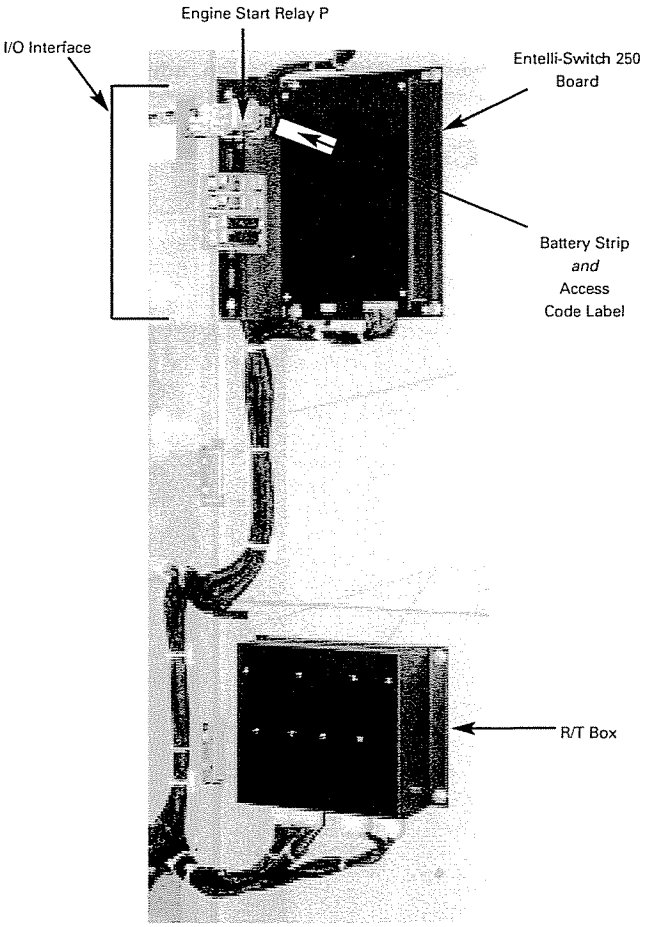

Figure 6
A. Entelli-Switch 250 Board - Customer Input and Output (I/O) for system interface. Located on the left hand side of the back of the unit (see figure 6)
II. The **R/T box** (relay transformer box) contains the following: (see figure 6)